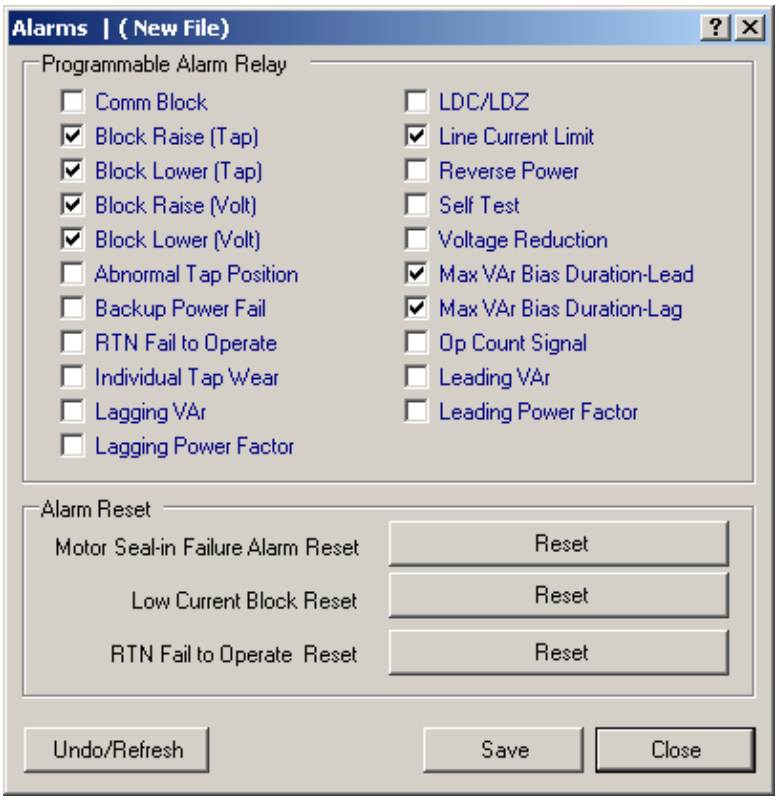

Figure 2-50 Programmable Alarms Dialog Screen
1. Select **Setup/Alarms** from the TapTalk toolbar. TapTalk will display the Programmable Alarms dialog screen (Figure 2-50).